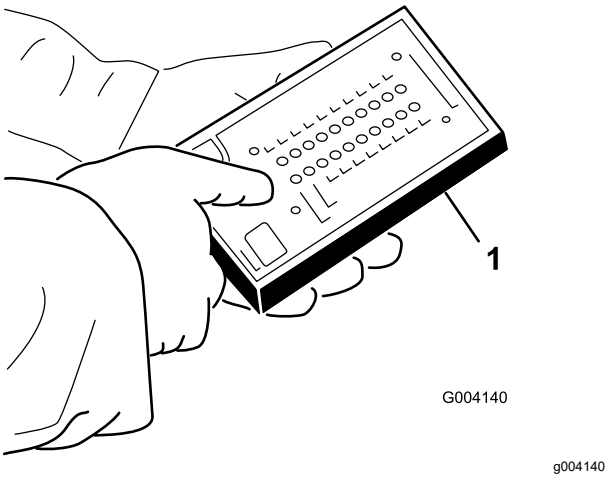

Figur 37
5. Koble diagnostikkinstrumentet ACEs displaykonnektor til ledningssatskontakten (Figur 37).